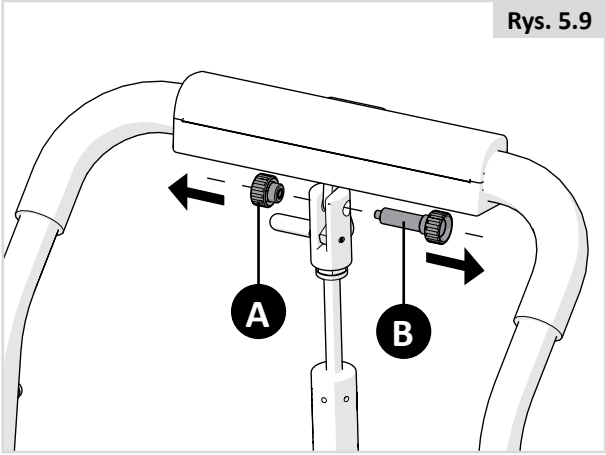

Rys. 5.9
Aby złożyć oparcie (dotyczy oparcia regulowanego ręcznie i elektrycznego), wykręcić plastikową śrubę ręczną (A) i wyciągnąć drugą śrubę ręczną oraz oś (B) (Rys. 5.9).